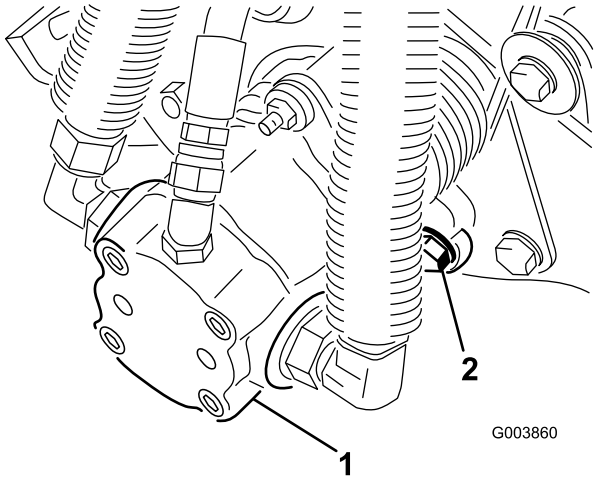

Figur 10
7. Sett sammen festemuttere for spoledrivmotoren på hver klippeenhet (Figur 10). La ca. 1,25 cm av gjengene være eksponert på hver monteringsbolt.